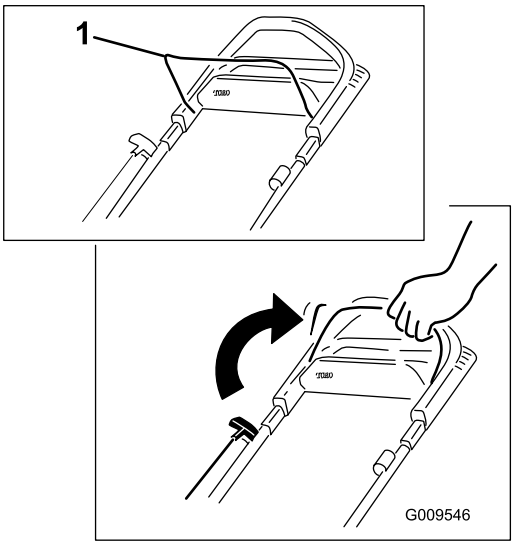

Figura 12
1. Sujete la barra de control de las cuchillas contra el manillar (Figura 12).